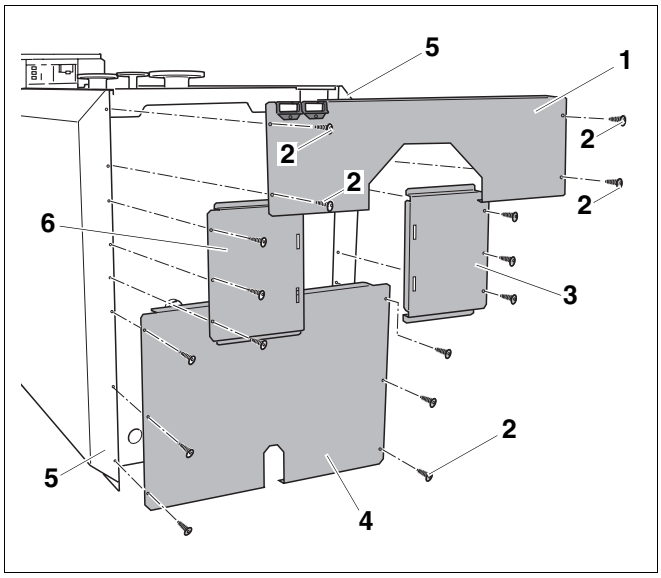

Рис. 43 Монтаж элементов задней стенки
- Закрепить нижний элемент задней стенки (рис. 43, **поз. 4**) 6 винтами (рис. 43, **поз. 2**) к нижним боковым стенкам (рис. 43, **поз. 5**).
- Установить средние элементы задней стенки (рис. 43, **поз. 3 и 6**) на нижнюю заднюю стенку (рис. 43, **поз. 4**). Уголки должны быть направлены внутрь.
- Закрепить средний элемент задней стенки 6 винтами (рис. 43, **поз. 2**) к задним боковым стенкам (рис. 43, **поз. 5**).
- Установить верхний элемент задней стенки (рис. 43, **поз. 1**) с отбортовкой на средний элемент задней стенки (рис. 43, **поз. 3 и 6**) и задвинуть в вырезы боковых крышек котла.
- 2 винта (рис. 43, **поз. 2**) вставить вверху через задние стенки, задние боковые стенки, боковые траверсы и затянуть.
- Соединить внизу задние и боковые стенки 2 винтами (рис. 43, **поз. 2**).